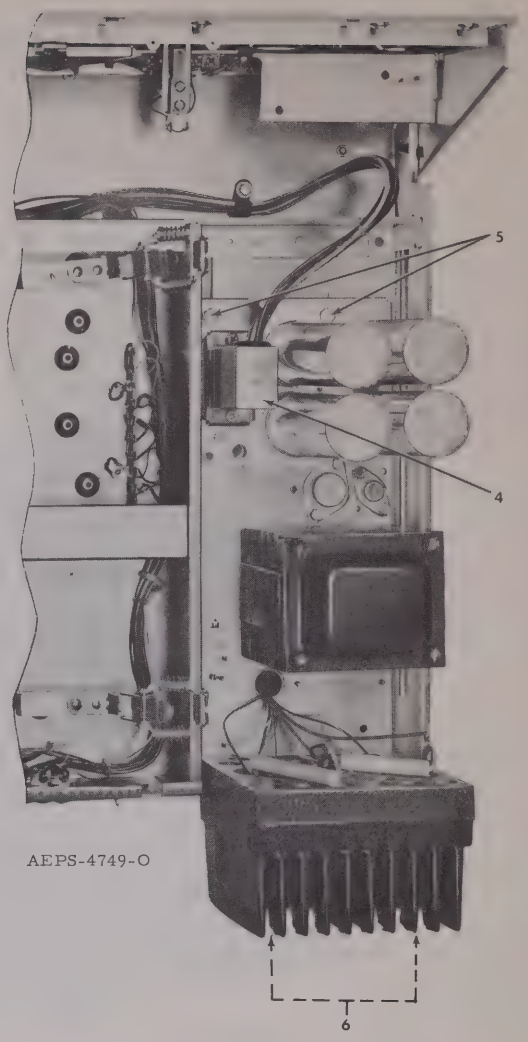
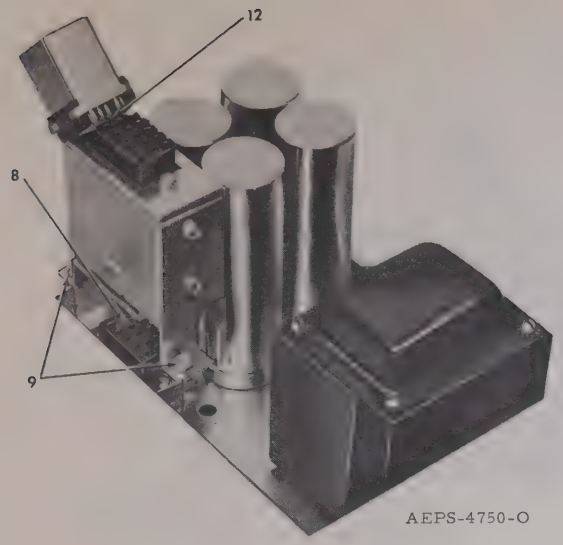
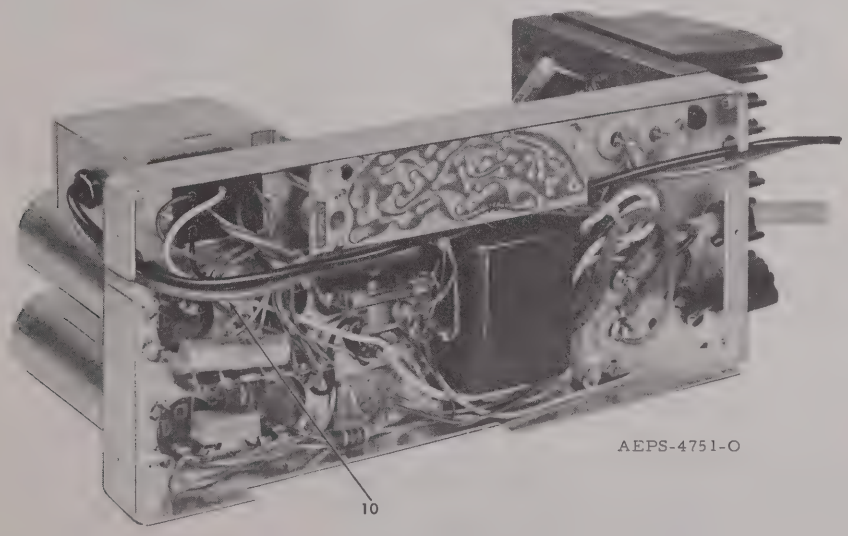

Figure 1.
Figure 2.
Figure 3.
(3) Remove the base station cabinet.
(4) Disconnect the 15-pin power cable plug from the power supply (item 4 in Figure 1).
(5) Remove the screws indicated by item 5 in Figure 1.
(6) Remove two screws at the back of the power supply below the heat sink (item 6 in Figure 1).
(7) Lift the power supply chassis (with ac line cord attached) straight up and away from the base station chassis.
(8) Connect the emergency reverting kit to the power supply (item 8 in Figure 2).
(9) Tighten screws (item 9 in Figure 2).
(10) Route the RED and BLK leads underneath the power supply as illustrated in Figure 3.
(11) Reinstall the power supply in the base station.
(12) Connect the 15-pin power cable plug to the emergency reverting kit as indicated at item 12 in Figure 2.
(13) Connect the RED lead to battery (+) and the BLK lead to battery (-).